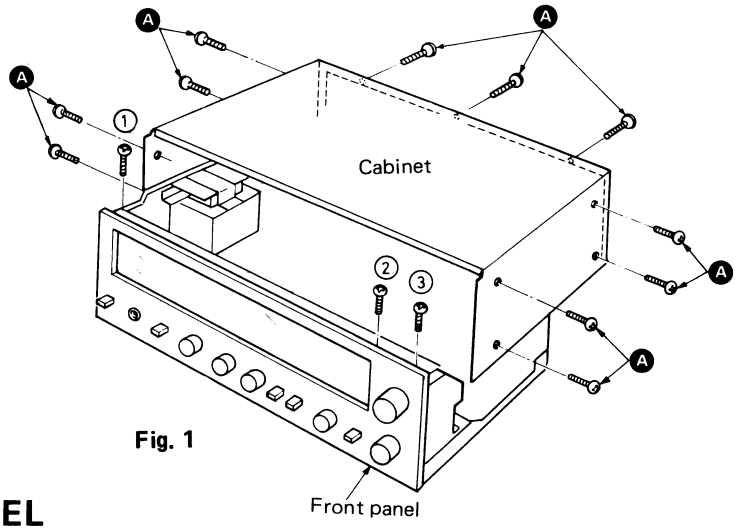
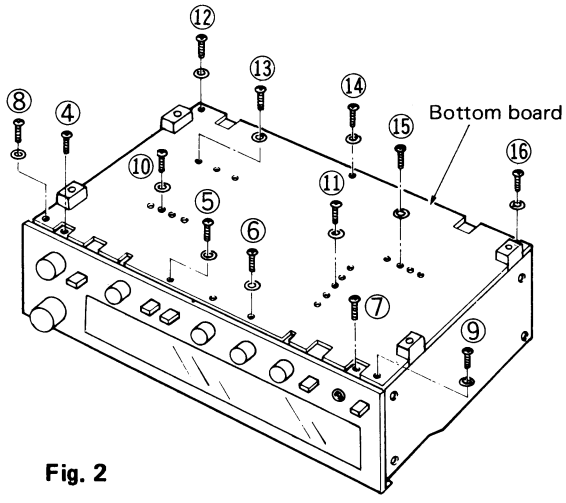

Fig. 1
Fig. 2
1. Remove the 8 setscrews on the side and 3 setscrews on the back of the cabinet. [Fig. 1: Ⓐ]
2. Remove the 3 setscrews [Fig. 1: ①~③] detach the front panel and remove the 4 setscrews [Fig. 2: ④~⑦] detach the bottom board and front panel.
4. To remove the bottom board, remove the 11 setscrews [Fig. 2: ⑤, ⑥ and ⑧~⑯] detach the bottom board.